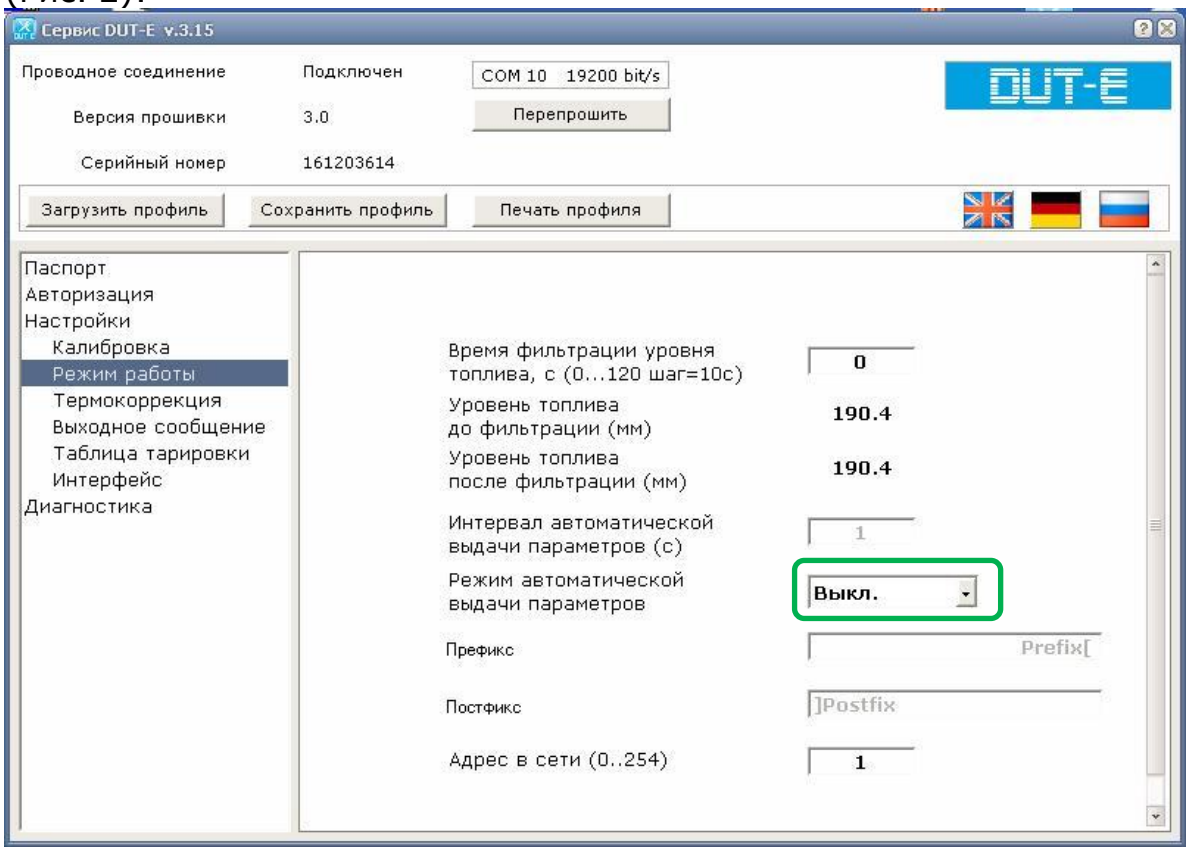

Рисунок 1
3.2.1. Внести фактическую длину датчика, откалибровать (Рис. 1):